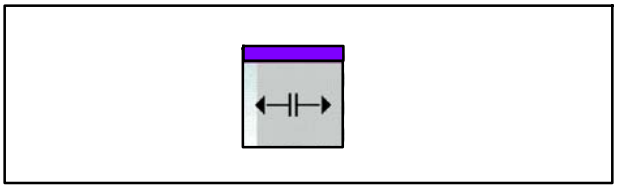

Fig. 157 Touche Ouvrir les genouillères
7. Appuyer sur la touche Ouvrir les genouillères (Fig. 157) pour ouvrir les genouillères et déverrouiller les arbres à friction